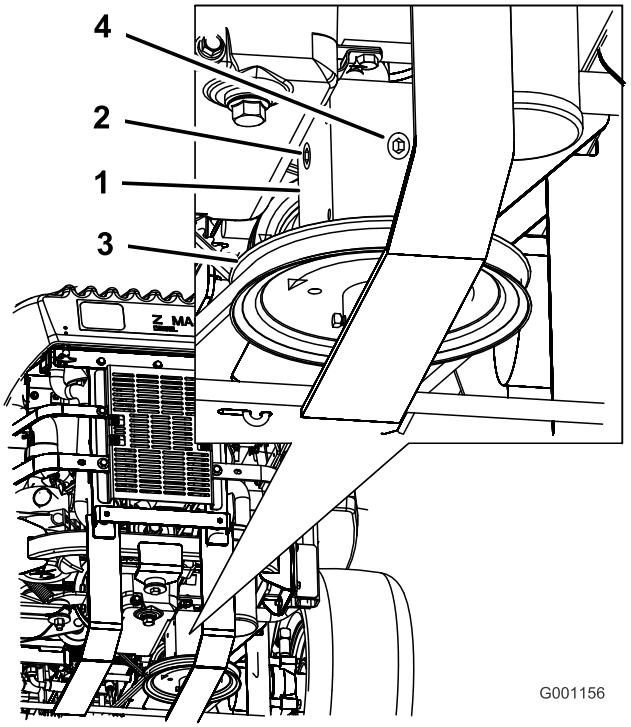

Figur 51
4. Fjern side- eller bakpluggen på girkassen (Figur 51).